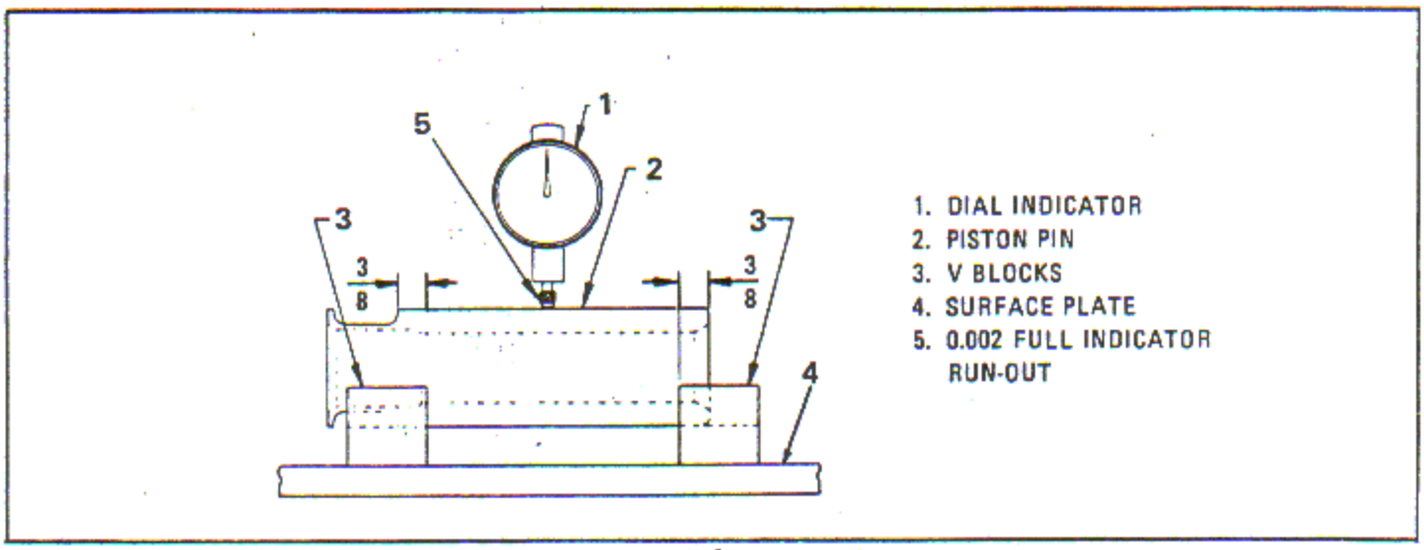

Figure 6-13. Piston Pin Deflection Test
a. Piston pin deflection inspection: Place the piston pin (2, figure 6-13) on two "V" blocks (3). Set a dial indicator gage (1) equidistant between the end of the piston pin and grooved section at the opposite end. Rotate the piston pin. Maximum allowable run-out shall not exceed 0.002 inch full indicator reading.